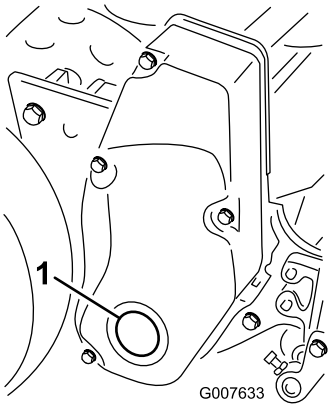

**Rysunek 56**
1. Zdemontuj zatyczkę w prawej pokrywie napędu wirnika (Rysunek 56).